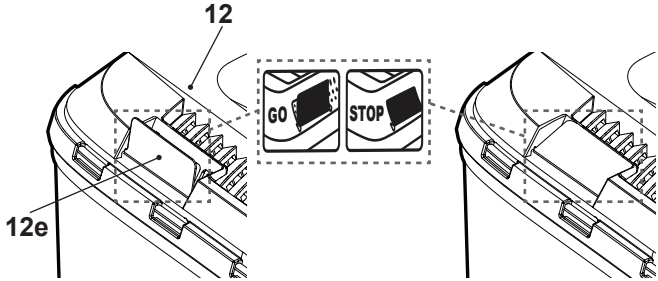

Fig.10
> Quando a aba (12e) estiver aberta (durante a operação), o captador de relva (12) tem volume suficiente para recolher relva (Fig. 10).